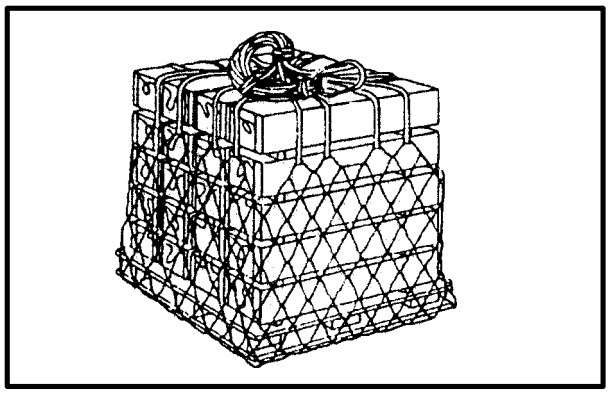

*Figure 7-12. Lifting Legs Coiled on Top of Load*
**(9)** Coil the lifting legs on top of the load. The net is now ready for hookup to the helicopter (Figure 7-12). If the load must be moved after it is rigged, carefully guide the forklift forks through the net and into the pallet slots. Pallets can be stored temporarily with nets rigged around them. However, they should not be stored on concrete. Placing an empty pallet on the concrete surface and setting the rigged net on top of the empty pallet helps to reduce the possibility of damage from the net sliding on the concrete when the helicopter lifts the load.